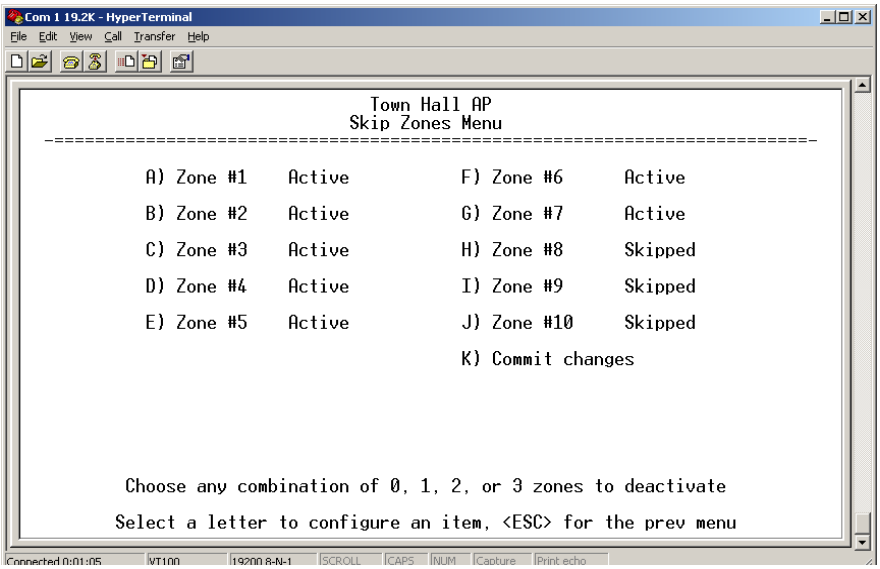

Figure 3-23. Skip Zone Options Submenu
- **Skip Zones** *(Does not apply to all models. Editable at AP Only.)*—This selection brings up a submenu (Figure 3-23) that displays the current utilization of zones. Each zone consists of eight RF channels. In some instances there may be a part of the spectrum used by another system, that results in “continuous” or “persistent” interference to your system. To alleviate this form of interference, the transceiver may be programmed to “block out” affected portions of the spectrum using the Skip Zones Menu.
Figure 3-23 displays the utilization of 10 zones, each having eight RF operating frequencies. Zones can be toggled between **Active** and **Skipped** at Access Point units by first keying in the letter of the zone to be changed, and then pressing the spacebar to toggle between the two options for each zone. Select the **Commit Changes** menu item to implement changes. These changes will be forwarded to all units in the network through the Access Point's beacon signal.